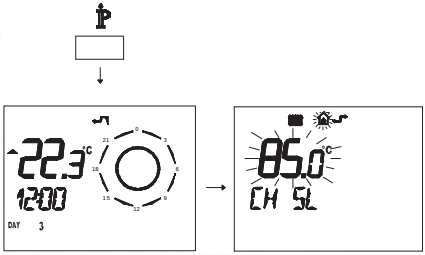

Fig. 7.31
- Press button for more than 3 seconds to enter in INFO mode (Fig. 7.31).